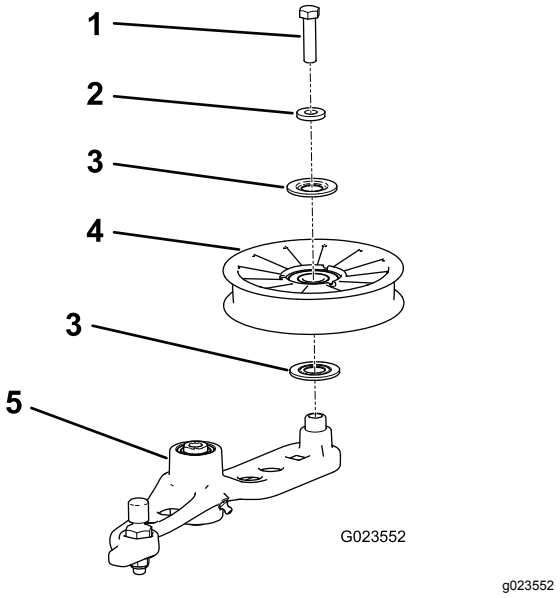

Рисунок 58
6. Выверните болт крепления старого натяжного ролика к рычагу натяжителя и установите новый ролик (Рисунок 58).